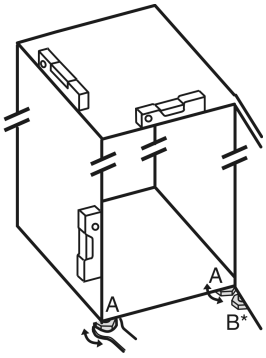

Fig. 27
▶ Stellfüße *Fig. 27 (A)* mit beiliegendem Gabelschlüssel und mit Hilfe einer Wasserwaage herausdrehen, bis das Gerät fest und ebenstehend ausgerichtet ist.
▶ Stellfuß *Fig. 27 (B)* am Lagerbock mit beiliegendem Gabelschlüssel herausdrehen, bis er auf dem Boden aufliegt.
▶ Stellfuß *Fig. 27 (B)* maximal um 90° weiter drehen, um eine Beschädigung der Tür zu vermeiden.